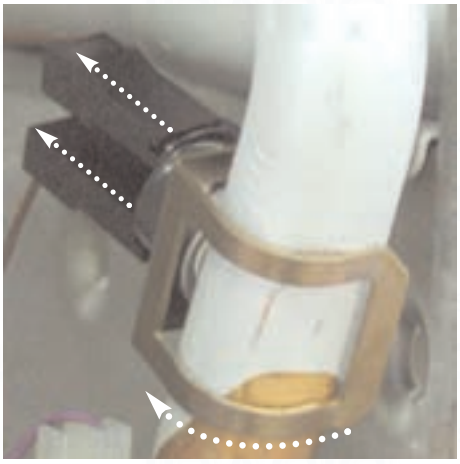

Fig. 93
2. Pull off the thermostat connections. Then remove the thermostat from the pipe by releasing it's securing clip *(see Fig. 93)*.